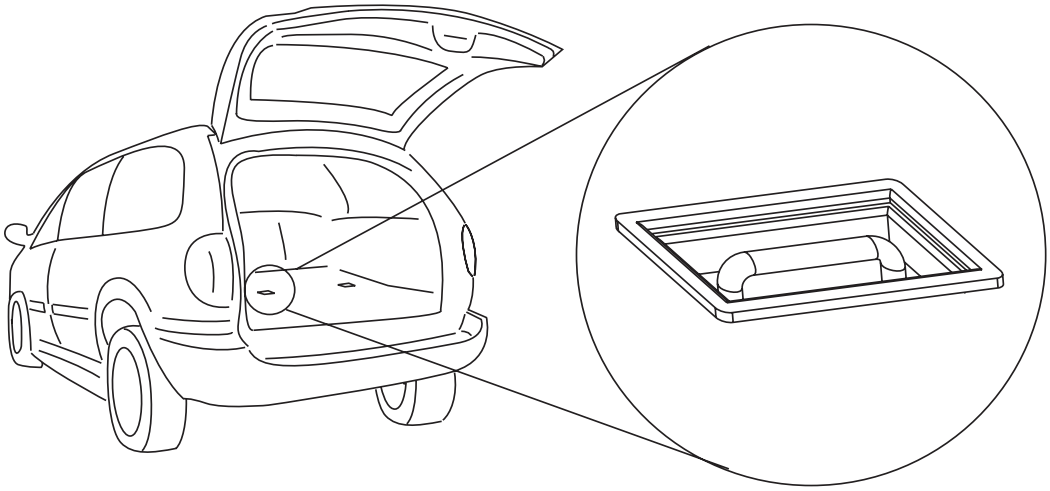

Figure 14-3
3. Examine the Floor for Additional Seat Attachment Points. These must be recessed into the floor. *[Figure 14-3]*